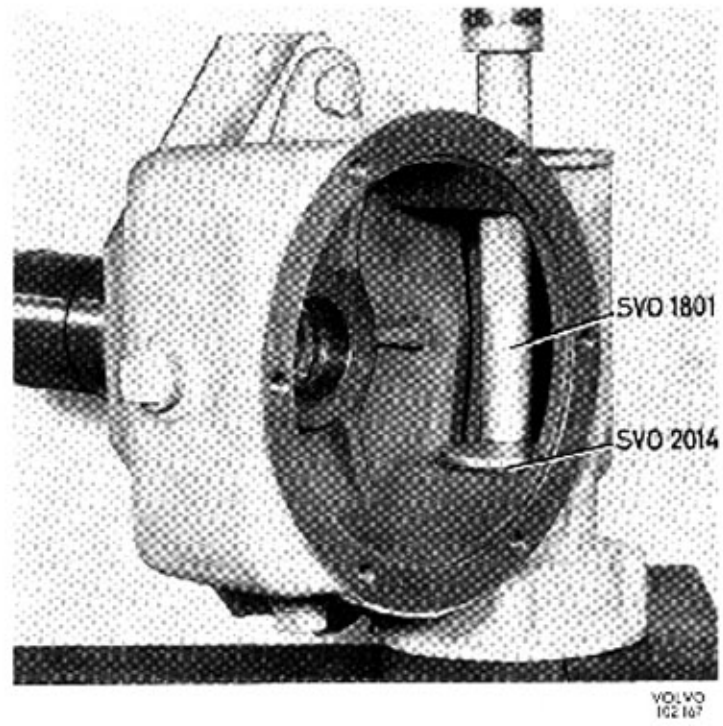

Bild 95-8. Mont av lager i hus
Driv först lagret (25) i sitt läge med dorn SVO 2014 och skaft SVO 1801. Se bild 95-8. Lås därefter lagret med en läsring. Även tätningsringen pressas i med dorn SVO 2014 och skaft SVO 1801. I övrigt sker hopsättningen i omvänd ordning gentemot isärtagning.